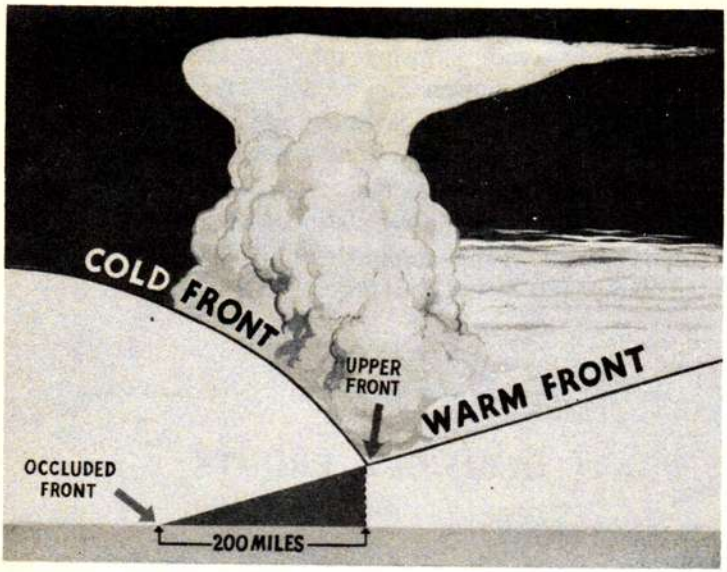
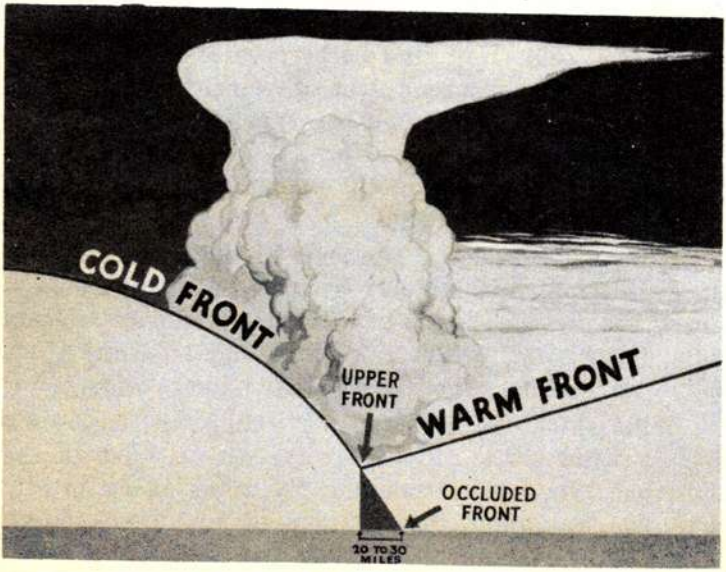
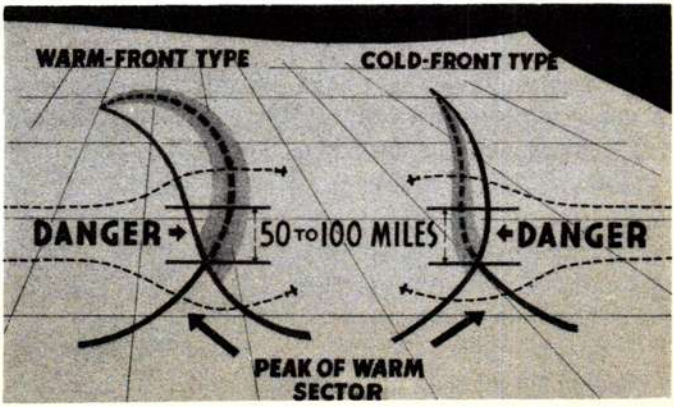

Figure 4-7-1. Warm-front type occlusion.
Figure 4-7-2. Cold-front type occlusion.
Figure 4-7-3. Dangerous areas in both types of occluded fronts. *Avoid them!*
**Common to both types.** Whether the occlusion is the warm-front type (fig 4-7-1) or the cold-front type (fig 4-7-2), the weather of the upper-front is nearly always typical of a cold front, and both types of occlusions are preceded by a widespread area of warm-front weather. Along the upper front of either type occlusion; the activity is particularly severe for a distance of 50 to 100 miles north of the peak of the warm sector (fig 4-7-3). This area must be avoided.
**Primary difference.** The primary difference between the warm-front and the cold-front occlusion is the location of the occluded front (the surface front) in relation to the upper front, as illustrated in figures 4-7-1 and 4-7-2. In the warm-front type, the weather band is wider.
Whenever you plan a flight through an area of weather brought about by an occluded front, avoid the dangerous zone which extends 50 to 100 miles north of the peak of the warm sector. Choose a flight path that will take you at least 100 miles away from this zone (fig 4-7-3). Because it is difficult for the aerologist to locate this peak accurately, never choose a flight path closer than 100 miles. Protect yourself by allowing a safe margin.